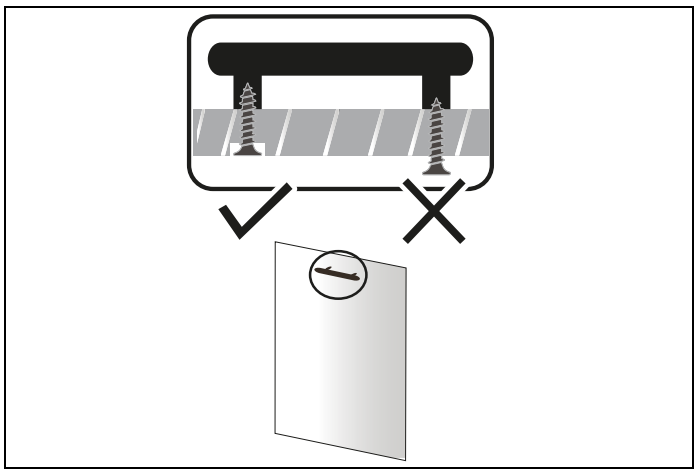

Fig. 26
5) Antes de montar la puerta de madera en el lavavajillas, monte el tirador en la puerta de madera como en Fig. 26 .